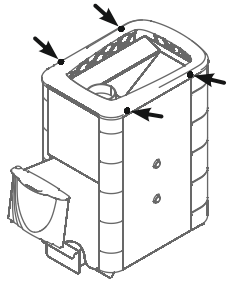

Рисунок 9. Саморезы для демонтажа рамки конвектора печи
1. Снять рамку конвектора, открутив 4 самореза (рисунок 9);